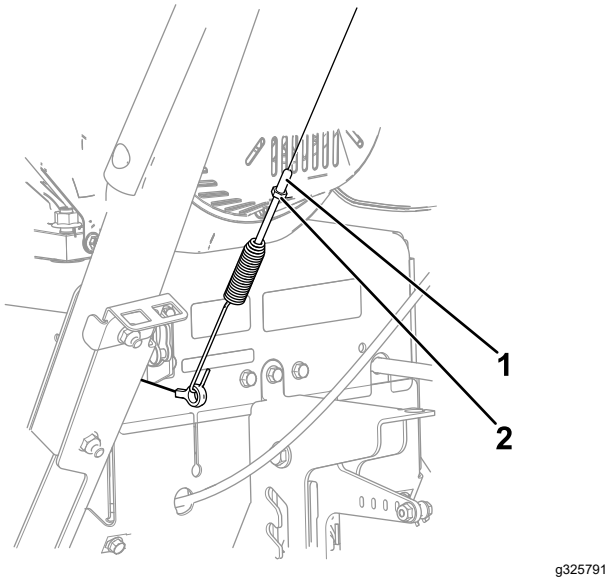

**Figure 29**
1. Desserrez l'écrou de blocage (Figure 29).